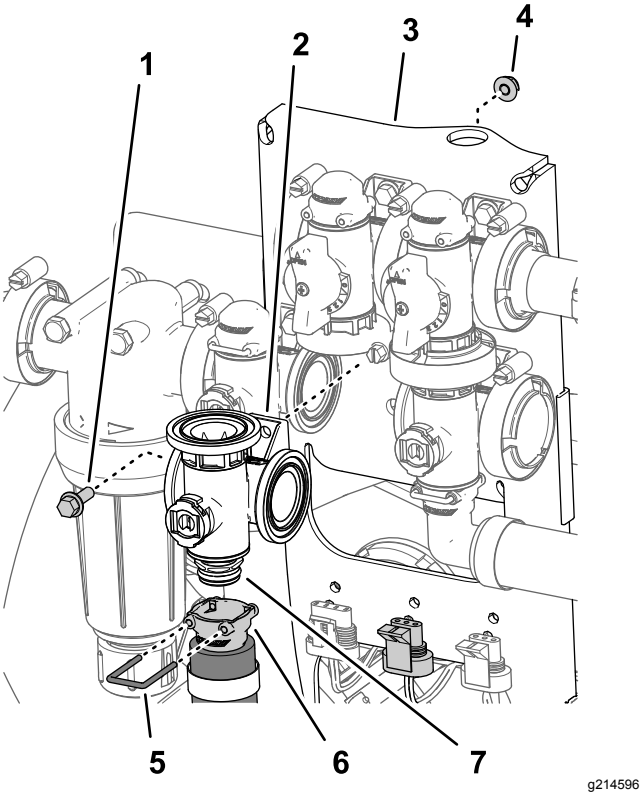

Figur 116
2. Afmonter den holder, der fastgør lynfrakoblingssoklen til manifoldens lynfrakobling på omrøringsventilen (Figur 116).
3. Afmonter flangehovedbolten (¼" x ¾") og flangelåsemøtrikken (¼"), der fastgør omrøringsventilen til ventilbeslaget, og afmonter ventilmanifolden fra maskinen (Figur 116).